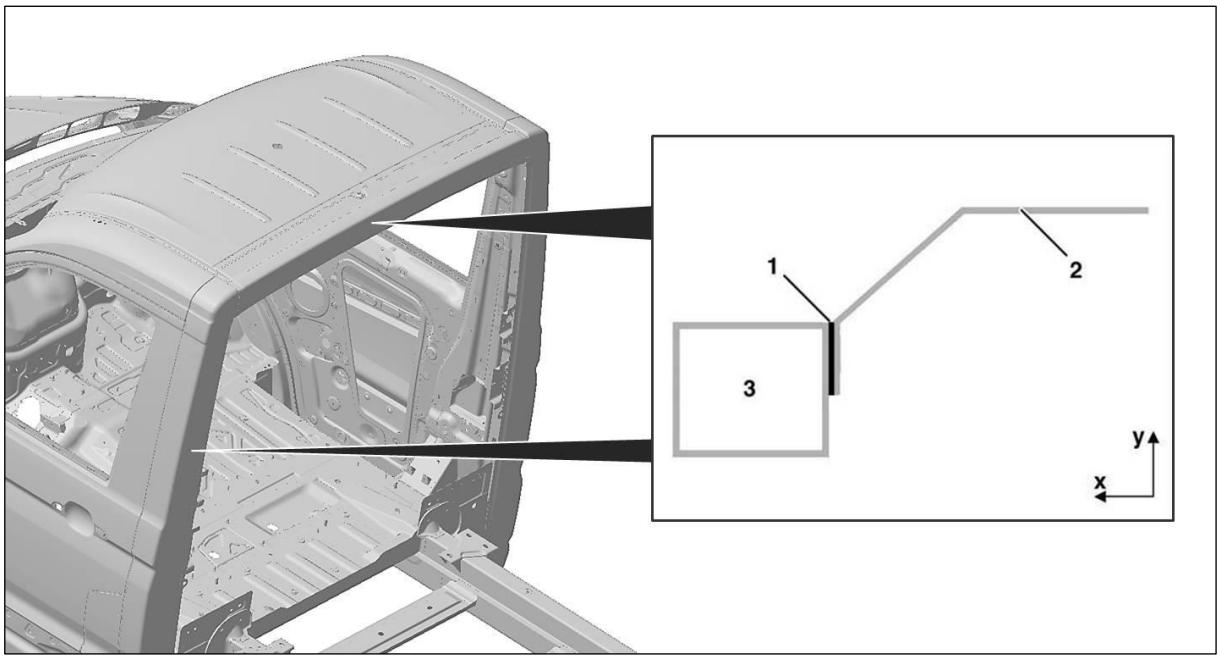

Fig. 7 : Liaison entre le montant B et le cadre de pavillon via une tôle verticale (schéma de principe !)
- Liaison entre la carrosserie et le montant B via une tôle verticale t = 2 mm coudée selon un angle d'env. 2 x 45°. Pour la liaison, la tôle verticale doit être collée sur toute la surface (voir Fig. 7).